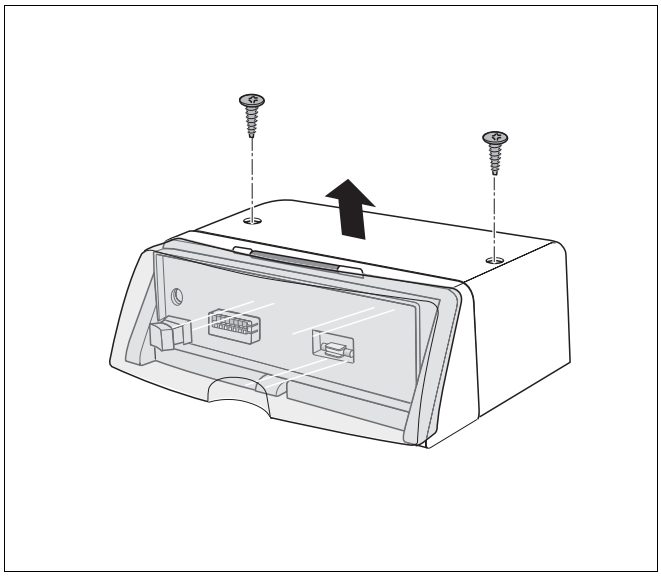

Rys. 3 Zdjęcie pokrywy
- Odkręcić 2 śruby znajdujące się na górnej stronie pokrywy (rys. 3).